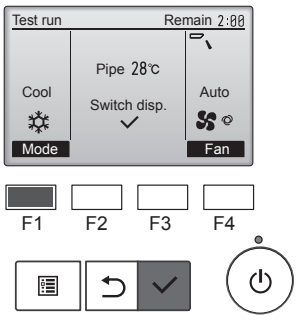

Fig. 7-3
(1) Appuyez sur la touche [F1] pour changer de mode de fonctionnement. (Fig. 7-3)